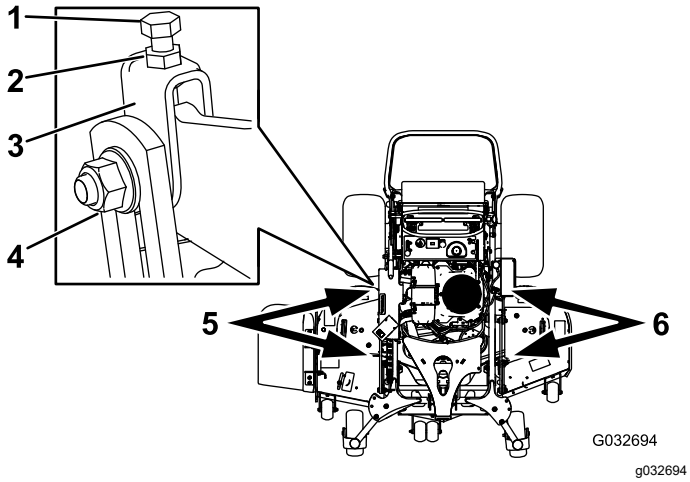

Figura 98
1. Afloje la tuerca lateral y la contratuerca de las horquillas que desea ajustar (Figura 98).
2. Gire el perno superior de las horquillas para ajustar la altura de la carcasa de corte (Figura 98).